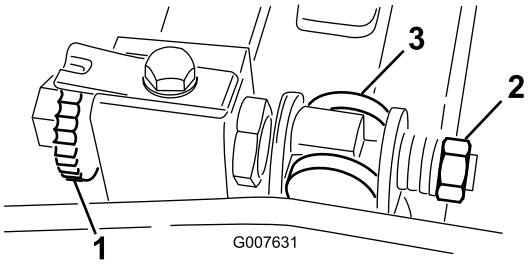

**Figur 58**
1. Vrid underknivsstångens justerskruv motsols, så att underkniven förs bort från cylindern (Figur 58).
2. För fjäderspänningsmuttern bakåt, tills brickan inte längre är spänd mot underknivsstången (Figur 58).